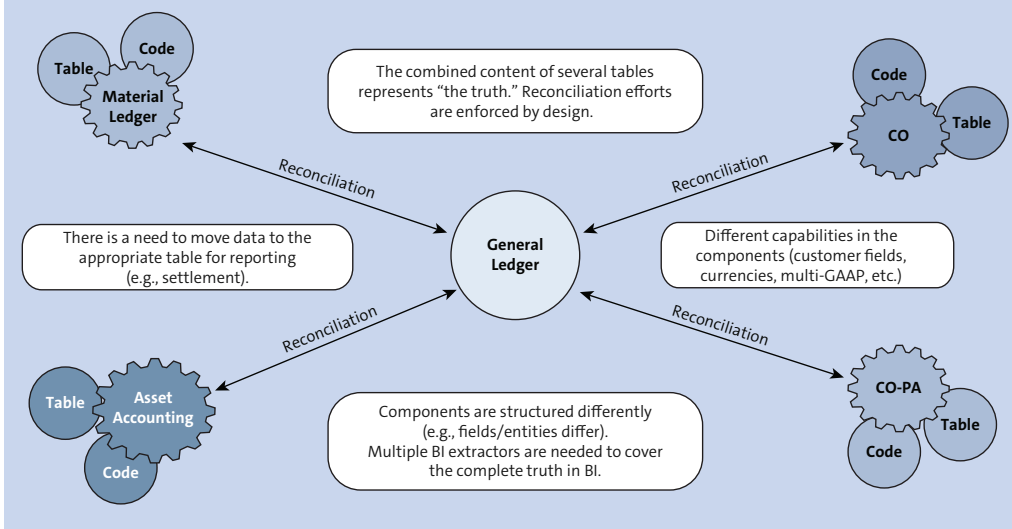

Figure 2.1 Challenge of SAP ERP Architecture: Various Ledgers
SAP ERP struggles in this area. Its financial capabilities contain multiple ledgers, such as the General Ledger (G/L), Cost Center ledger, Profit Center ledger, Material Ledger (ML), and the Profitability Analysis (CO-PA) "ledger" (see Figure 2.1). Due to all these different sources of financial information, reconciliation activities are required to make sure all the ledgers are synchronized.